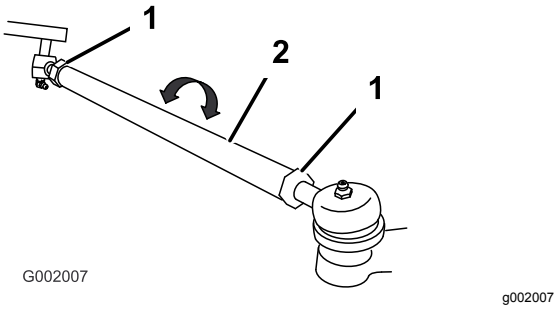

Figur 46
5. Om måttet inte hamnar inom angivet område ska du lossa kontramuttrarna i båda ändarna av dragstängerna (Figur 46).